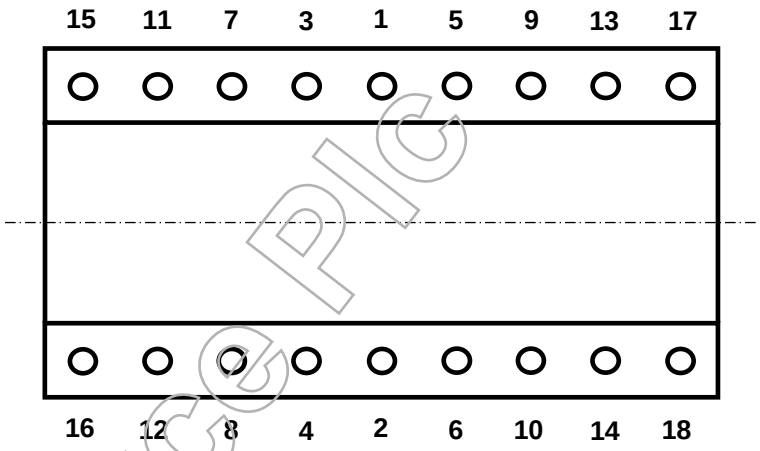

FIGURE 38 – TORQUE SEQUENCE FOR SPLIT CASINGS
8.4.9.1 Fasteners used to secure casing split line casings shall be tightened as follows: Refer to Figure 38.
b) Work outwards from the centre tightening each pair of fasteners to 1/2 of specified assembly torque. Note the torquing sequence shown in Figure 38.